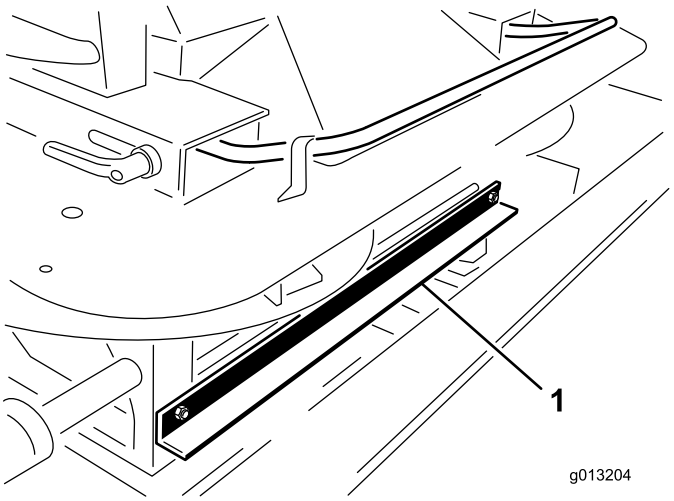

Figura 4
3. Na frente do rotor duplo, retire os dois parafusos e porcas 1/4 x 3/4 pol. que ligam o suporte de envio do dispositivo de elevação do ProPass ao rotor duplo (Figura 4).